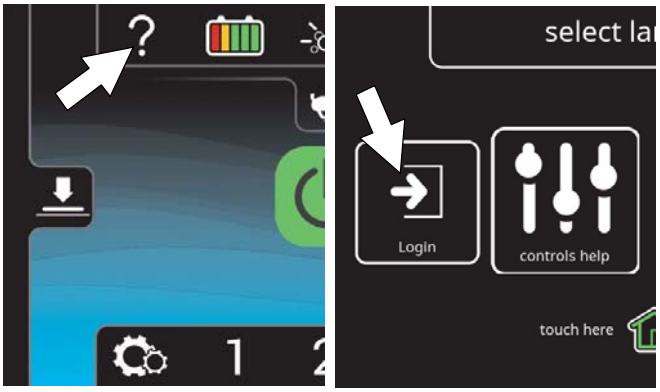

図 174
2. ヘルプボタンを押して、管理者モードで本機にログインします（図174）。